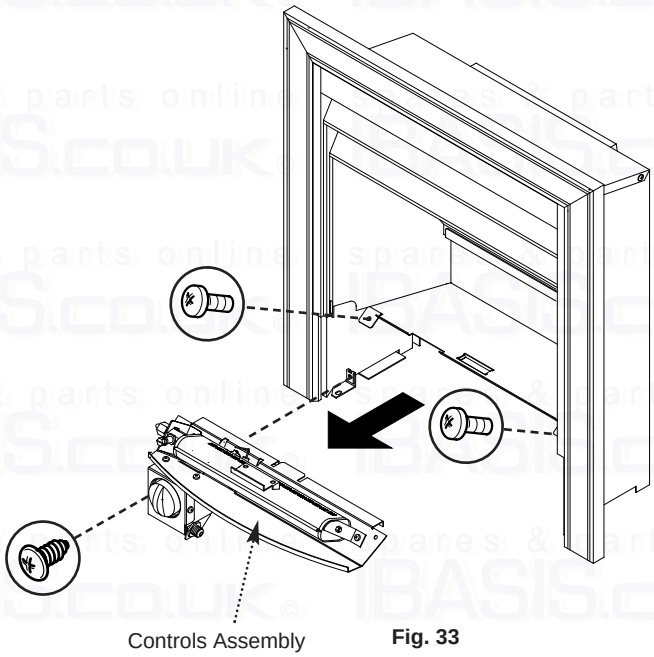

Fig. 33
8.3 Removal of Controls (Fig. 33)